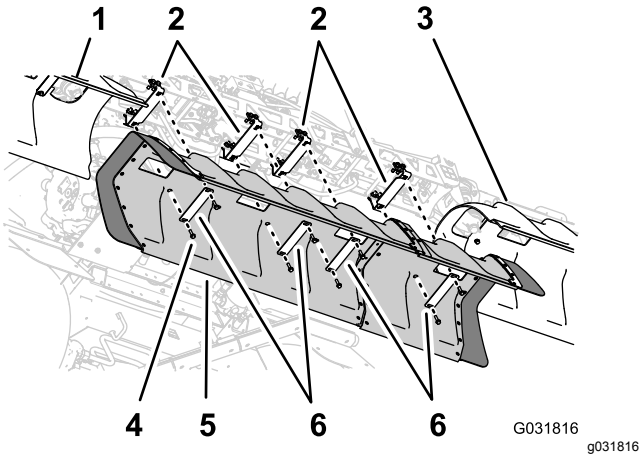

Figuur 152
1. Lijn de gaten in de afdekking van de middelste spuitboom uit met de gaten in de steunbeugels voor de afdekking van de middelste spuitboom (Figuur 152).
2. Lijn de gaten in 2 van de dekselbanden die u verwijderd hebt in stap 1 van 6 Het deksel van de middelste spuitboom (11 spuitdoppen) van de optionele afgedekte spuitboom verwijderen (bladz. 15) uit met de slang in de afdekking en 2 van de steunbeugels (Figuur 152).
4. Lijn de gaten in de 2 dekselbanden (Toro onderdeelnummer 120-0629) uit met de 4 resterende gaten in de afdekking en de 4 resterende gaten in de steunbeugels (Figuur 152).
5. Monteer de dekselbanden en de afdekking op de steunbeugels (Figuur 152); gebruik hierbij de 4 flenskopbouten (5/16 x 1-1/4" - Toro 323-36).